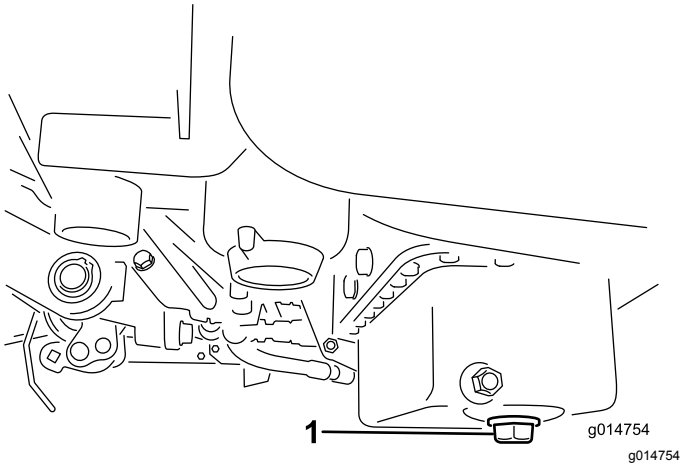

Rysunek 46
1. Odkręć korek spustowy i spuść olej do miski drenażowej. Zakręć korek, gdy olej przestanie wyciekać (Rysunek 46).